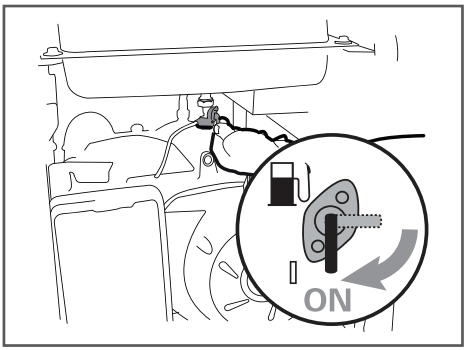

Рис. 11 Открытие топливного крана
3. Откройте топливный кран переводом рычага в вертикальное положение (Рис. 11).